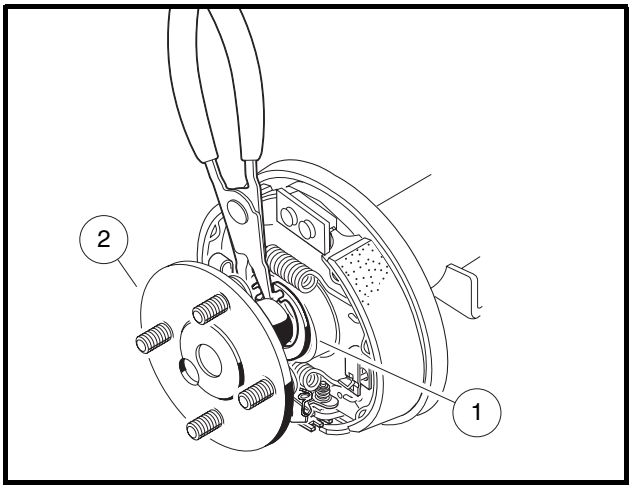

Figure 6-3 Remove Axle Retaining Ring
- 5.1. Using 90° snap ring pliers (CCI P/N 1012560), remove axle retaining ring (1) **(Figure 6-3, Page 6-2)**.
- 5.2. Pull the axle shaft (2) from the axle tube **(Figure 6-3, Page 6-2)**.
7. Install axle shaft (2) into axle tube and install retaining ring (1) **(Figure 6-3, Page 6-2). See following WARNING and CAUTION.**